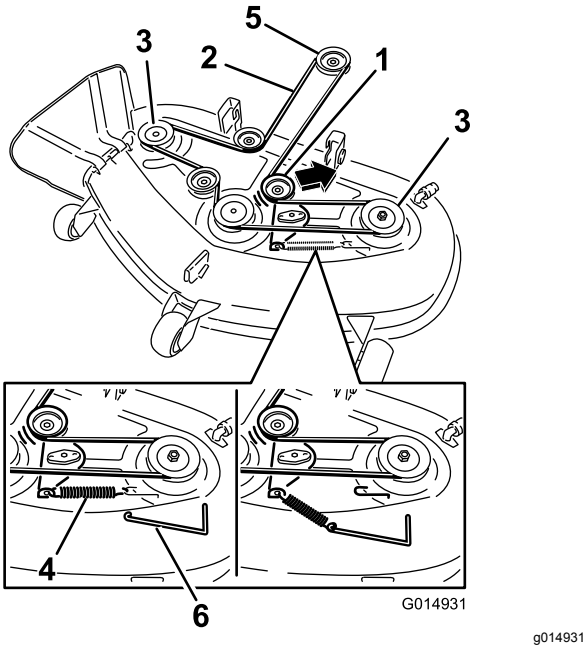

Figure 58
4. À l'aide d'un outil de dépose de ressort (réf. Toro 92-5771), décrochez le ressort du crochet sur le tablier pour éliminer la tension sur la poulie de tension et déchaussez la courroie des poulies (Figure 58).
5. Acheminez la courroie neuve autour de la poulie du moteur et des poulies du tablier de coupe (Figure 58).
6. À l'aide d'un outil de dépose de ressort (réf. Toro 92-5771), accrochez le ressort au crochet situé sur le tablier, ce qui a pour effet d'exercer une tension sur la poulie de tension et la courroie du tablier de coupe (Figure 58).